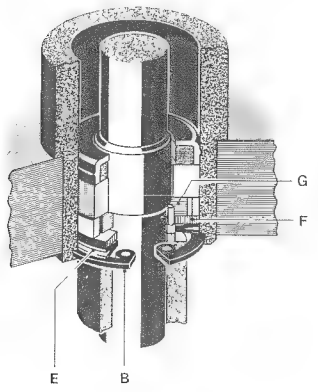

Fig. 4.4.–2
Ton-Wellensicherung A vorsichtig seitlich abziehen. Hohe mechanische Vorspannung (Fig. 4.4.–1). Rotor des Tonmotors nach unten ausfahren.
– Use special angled pliers to pull shaft lock A towards one side (fig. 4.4.–1). Proceed with caution, because the shaft lock is under high spring tension and will tend to fly off with force. Remove rotor by pulling it off the shaft.
– Retirez prudemment l'arrêt de sécurité A par le côté; attention à la détente (fig. 4.4.–1). Retirez le rotor du moteur de cabestan par le bas.
– Wird der Seegerring B herausgenommen, kann das Kunststoffstützlager ausgebaut werden (Fig. 4.4.–2).
– To remove the thrust bearing from its housing, remove spring clip B (fig. 4.4.–2). Take out cup washer E, low friction washer F and thrust bearing G.